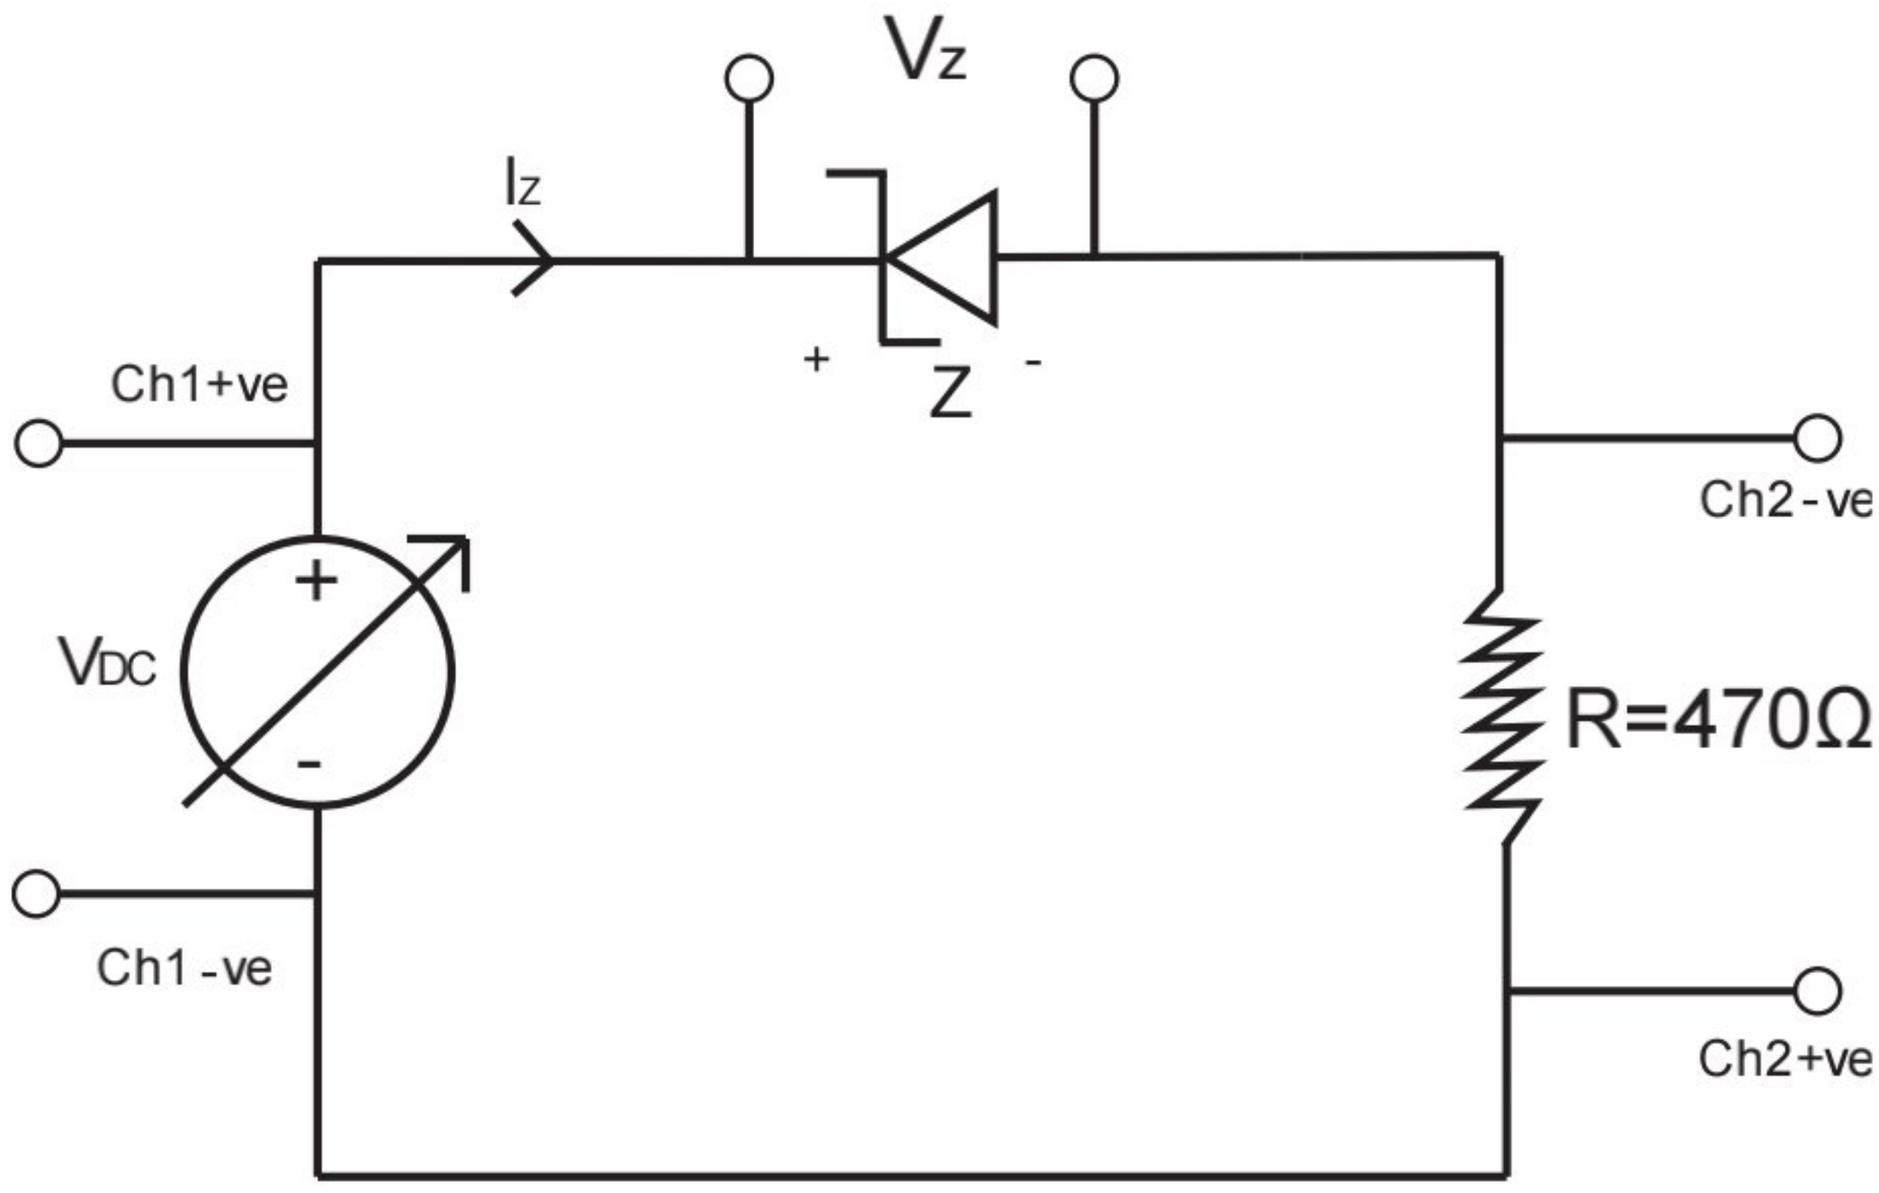

Fig 7.2: Experimental Zener Diode Circuit Design
1. Connect the circuit as shown in the figure 7.2.
7. Now connect the circuit according to Fig 7.2. Set the Digital Storage Oscilloscope in X-Y mode. We will be able to see the I-V characteristic curve in the DSO.